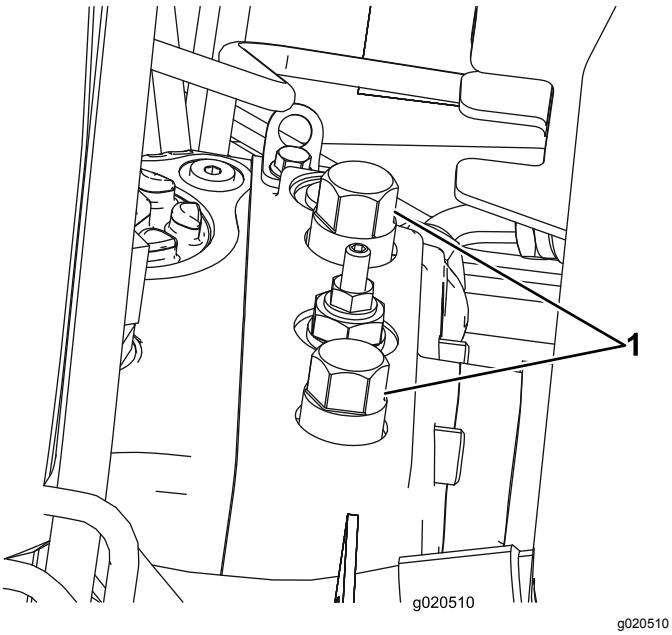

Rysunek 40
1. Otwórz maskę i odszukaj zawory obejściowe (Rysunek 40) na górze pompy, za akumulatorem/schowkami.